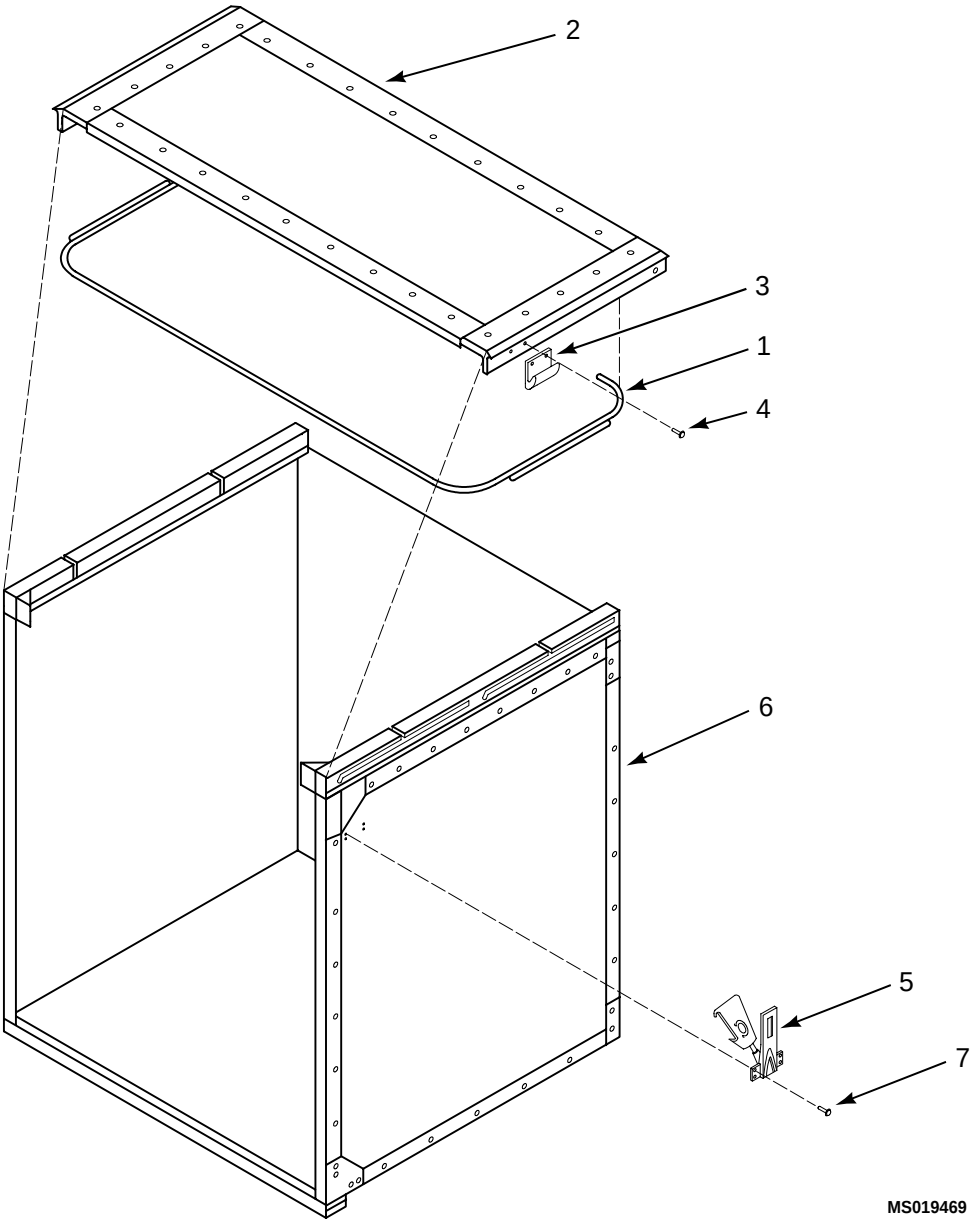

Figure 2. Slider Door Disassembly
5. Peel seal (1) from the door (2). (Figure 2)
1. Once seal (1) has been peeled from door (2), remove old adhesive, oxidation, dirt, and /or other contaminates from door seal area. (Figure 2)
1. If seal (1) has been removed from door (2), attach new seal following instructions in Replacing Door Seal above. (Figure 2)
2. Attach striker plates (3) to door (2) with 4 rivets (4).
3. Attach 2 draw latches (5) to main box assembly (6) with 8 rivets (7).